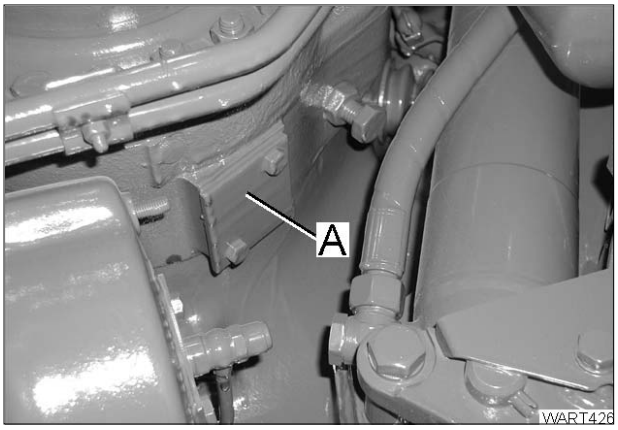

Rys.64
- Wykonać takie same czynności kontrolne po drugiej stronie. Pokrywę (A / KONSERWACJA I OPIEKA Rys. 64) założyć z użyciem nowej uszczelki lub masy uszczelniającej.